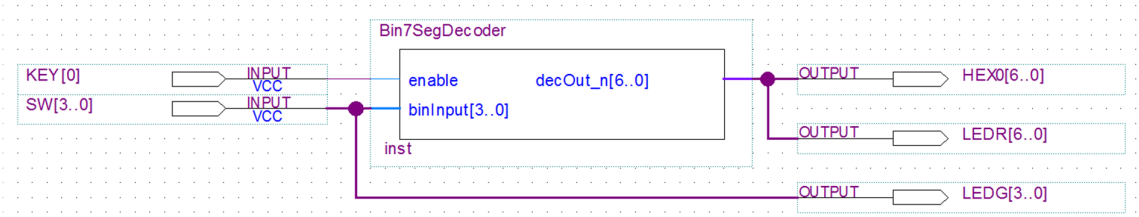

Figura 12 – Instanciação do módulo "Bin7SegDecoder" com *enable* e ligação a pinos da FPGA.
13. Edite o módulo *top-level* do projeto ("DisplayDemo.bdf") para que a entrada *enable* do descodificador seja controlada por um interruptor do *kit* (e.g. KEY(0) – vide Figura 12). Como a interface do módulo "Bin7SegDecoder.vhd" foi alterada, deverá voltar a instanciá-lo.